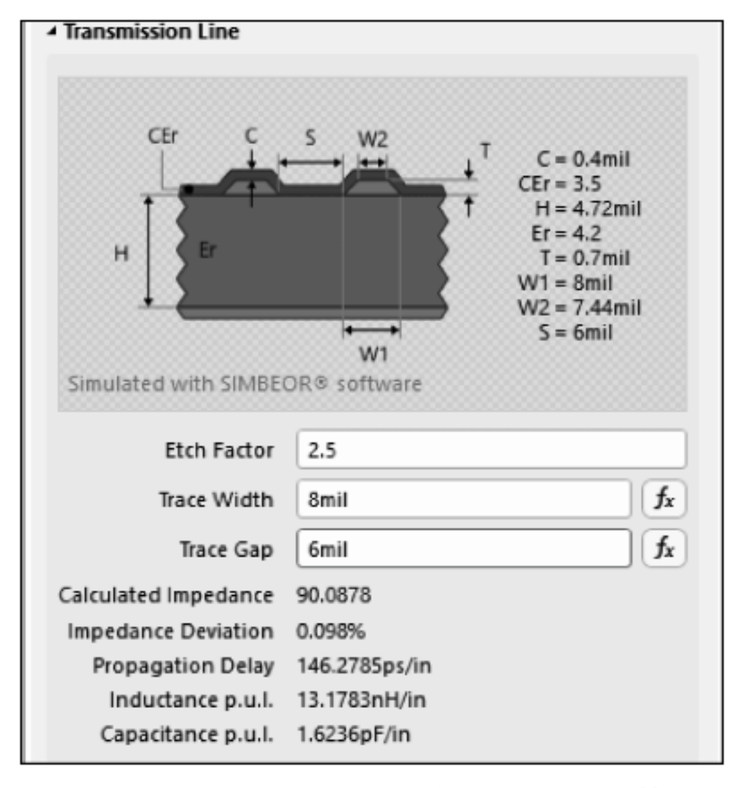

图 7-22　调整后的线宽线距取值
② 根据信号线宽与阻抗的反比关系、线距与阻抗的正比关系，对线宽线距的大小进行调整，调整后的结果如图 7-22 所示。